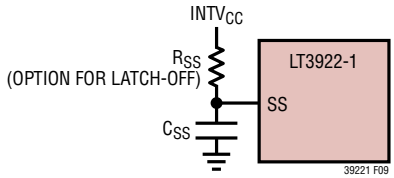

Figure 9. SS Capacitor and Resistor Configuration
The LT3922-1's soft-start (SS) pin has two functions. First, it allows the user to program the output startup voltage ramp rate through the SS pin. An internal 20µA current pulls up the SS pin to $INTV_{CC}$. As shown in Figure 9, connecting an external capacitor C_{SS} at the SS pin to GND will